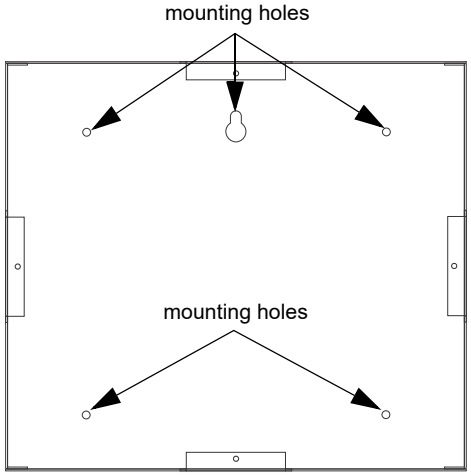

Figure 4.22 6860 Backbox Mounting
2. Mark and pre-drill hole in the wall for the center top keyhole mounting bolt. Refer to Figure 4.22 for mounting hole locations.